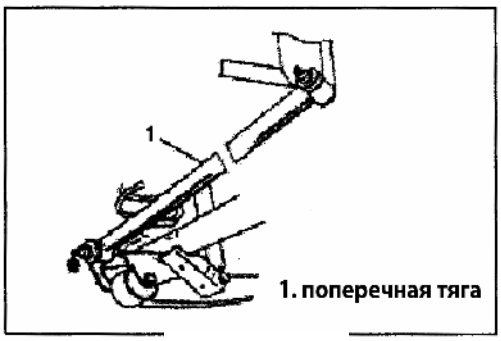

Рис. 575
7) Снимите поперечную тягу с заднего моста (Рис. 575).